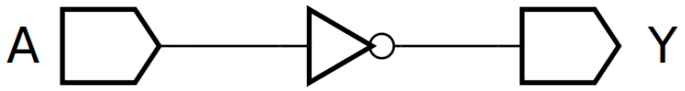
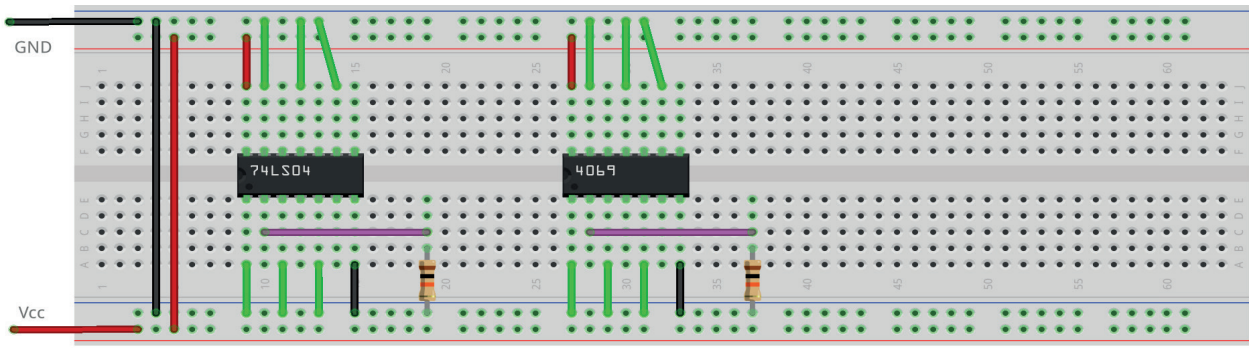
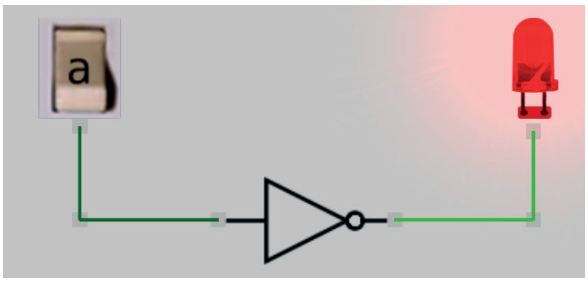
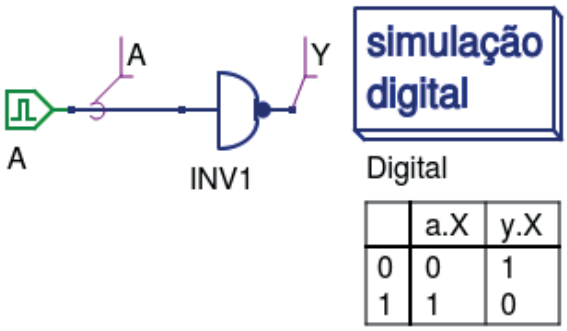

Figura 3.30 – Diagrama esquemático.
Figura 3.31 – Placa de montagem com componentes.
Figura 3.32 – Simulação da porta INVERSORA no Atanua.
Figura 3.33 – Simulação da porta INVERSORA no Qucs.
1. Monte o circuito da figura 3.30, conforme mostrado na figura 3.31, na placa de montagem.
d) Conecte os fios verdes. Os fios verdes estão conectados ao terra e portanto fornecendo valor lógico (0) às entradas de todas as portas do CI.
8. Simule, no computador, o circuito da figura 3.30 utilizando os programas SmartSim e Atanua (figura 3.32) e Qucs (figura 3.33). Compare os resultados com a tabela 3.12.